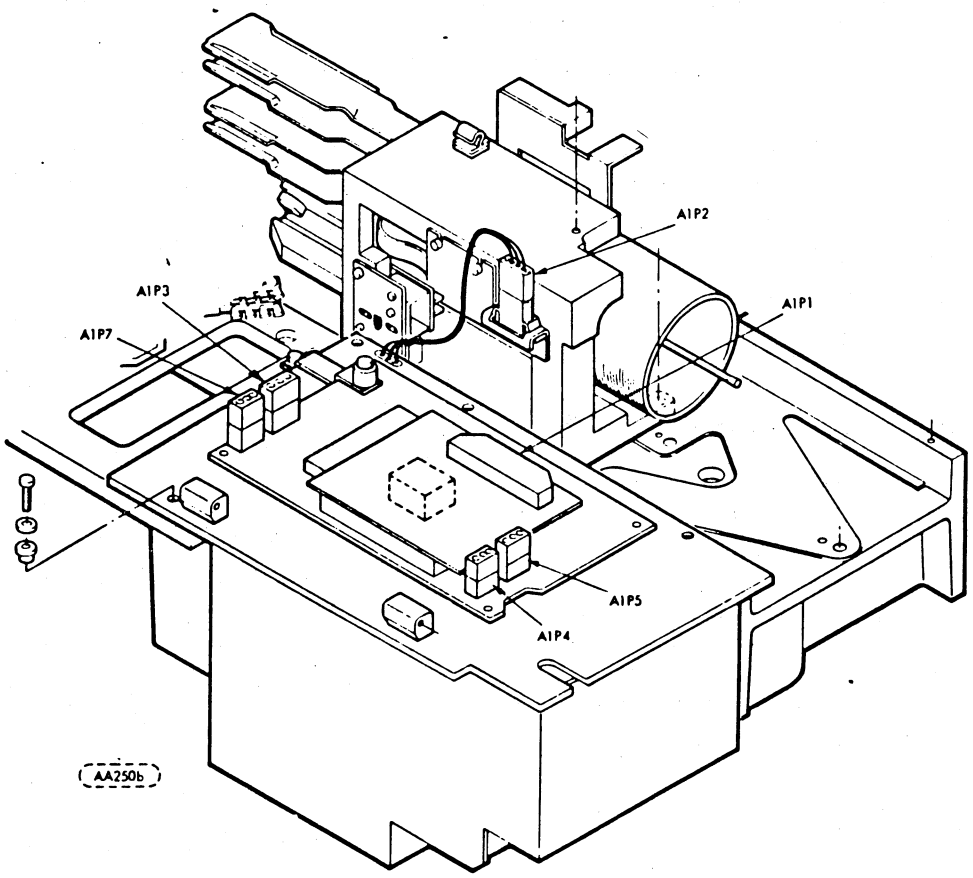

Figure 6Q-6. Power Supply Assembly
6. Remove front panel by loosening two screws at bottom of panel and removing two screws on each side of panel (see Figure 6Q-2).
7. Remove the pre-filter and disconnect A1P13 (Figure 6Q-4) from power supply assembly.
8. Remove filter expander bracket and absolute filter (Figure 6Q-1).